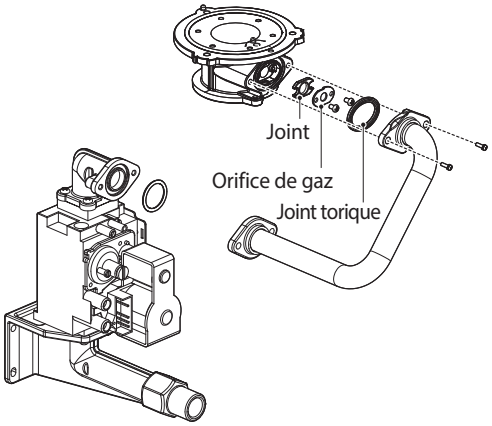

Figure 5. Vue en éclaté du tuyau à gaz
- Examinez TOUJOURS le joint torique entre la soupape à gaz et l'adaptateur d'entrée de la soupape à gaz lorsqu'ils sont démontés (voir Figure 5).